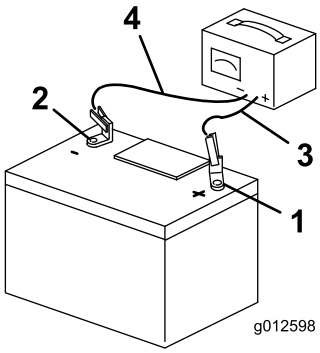

Figura 54
3. Cuando la batería esté completamente cargada, desconecte el cargador de la toma de electricidad, luego desconecte los cables del cargador de los bornes de la batería (Figura 54).